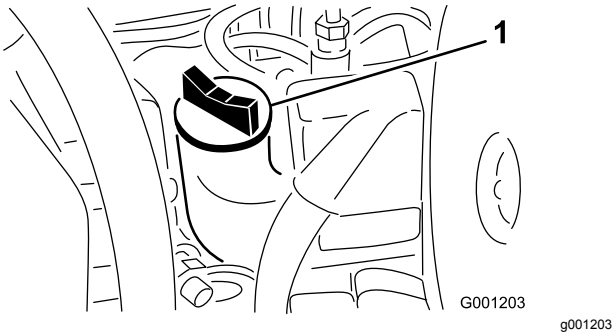

**Figur 46**
4. Hvis oliestanden ligger på eller under mærket ADD (påfyld) på målepinden, skal du fjerne oliepåfyldningshætten (Figur 46) og tilsætte olie for at bringe oliestanden op på mærket FULL (fuld) på målepinden.